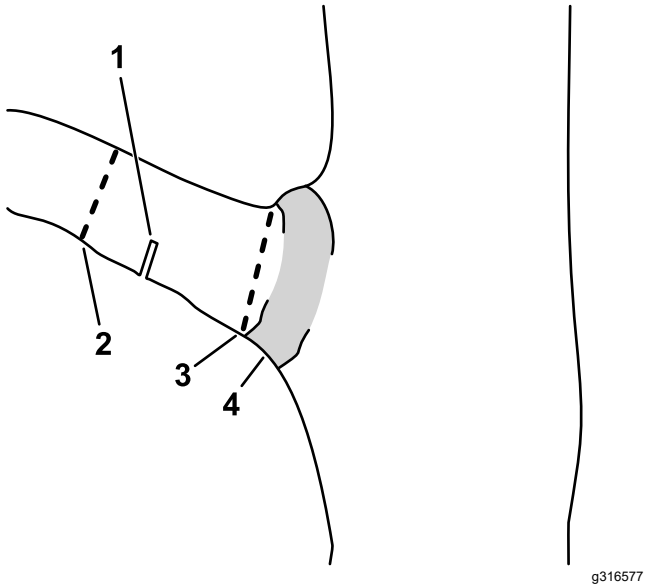

Figure 14
C. Cut the limb stub at the branch collar (Figure 14).